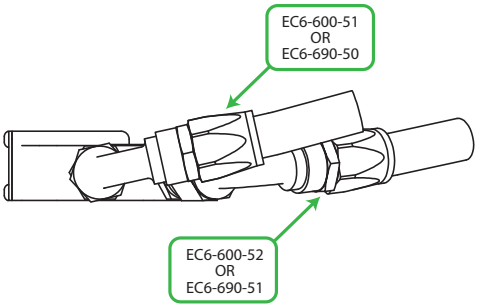

Figure 7 - Hose-End Alignment on EGM-112
5. Connect the 90° fittings to the oil cooler adapter according to the part numbers shown in **Figure 7**.
6. Position the 90° hose end fittings as shown in **Figure 7**.